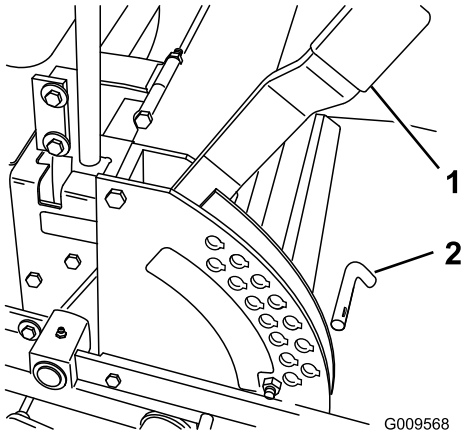

Figur 18
1. Hæv klippehøjdehåndtaget til transportposition (også 127 mm klippehøjdeposition) (Figur 18).
2. Du kan justere klippehøjden ved at fjerne pinden fra klippehøjdebeslaget (Figur 18).
3. Vælg et hul i klippehøjdebeslaget, som svarer til den ønskede klippehøjde, og sæt pinden i (Figur 18).